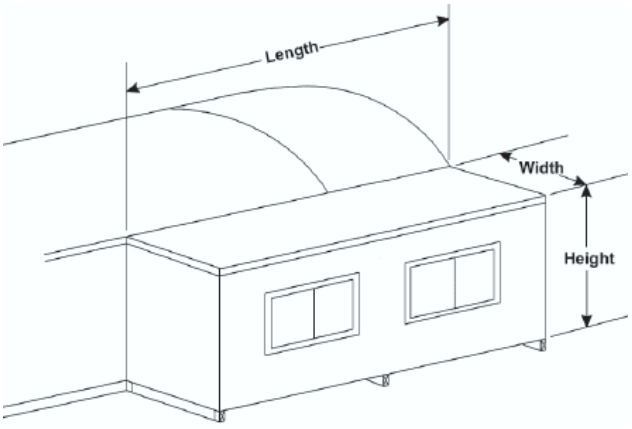

Figure 10.20. Dimensions of Mobile Home Addition.
- **Floor Length and Width –** Enter the dimensions of the addition floor in feet. The floor length is the dimension parallel to the wall shared with the mobile home and the floor width is the dimension perpendicular to the wall (see Figure 10.20). MHEA recognizes an addition to the mobile home only when floor dimensions are entered. *Required*.